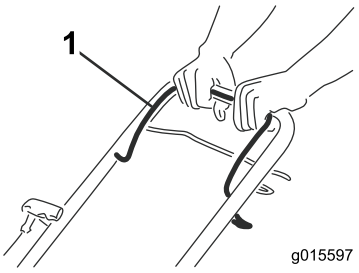

Figur 16
1. Håll knivstyrstången (Figur 16) mot handtaget.